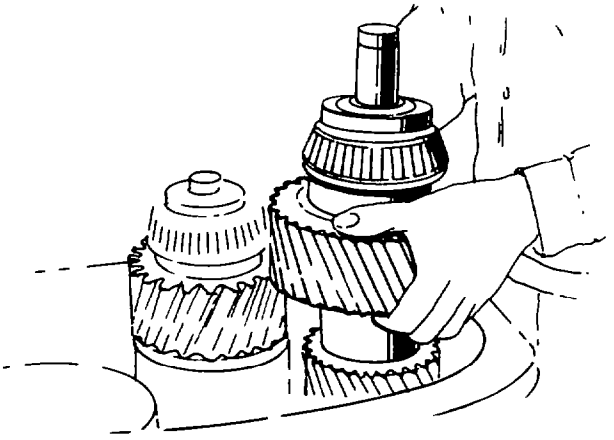

Fig. 232 — Removing Mainshaft Assembly
x. Remove the mainshaft assembly from the case (see fig. 232).